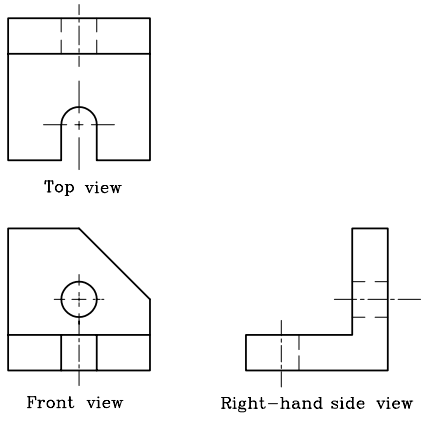

Figure 35-19 *Front, side, and top views*
8. Similarly, draw the top view to complete the drawing. Figure 35-19 shows different views of the given object.